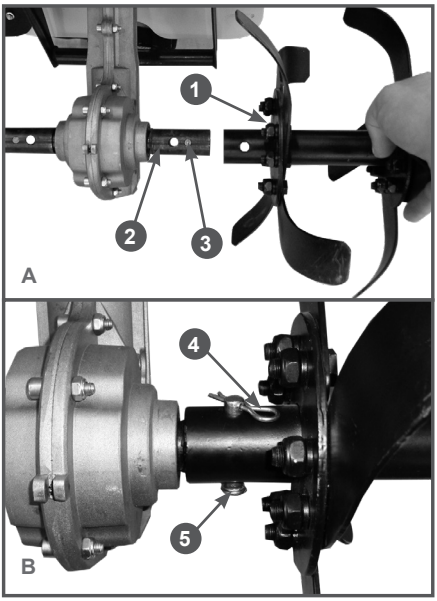

Рис. 3 Установка фрез
3. Установите фрезы 1 на втулку 2 выходного вала редуктора (Рис. 3А).
Перед установкой фрез убедитесь, что втулка 2 и палец 3 втулки установлены на выходной вал редуктора (Рис. 3А).
Совместите отверстия во фрезах, втулке и выходном вале редуктора и вставьте в отверстия пальцы 5. Зафиксируйте пальцы 5 шплинтами 4 (Рис. 3В).